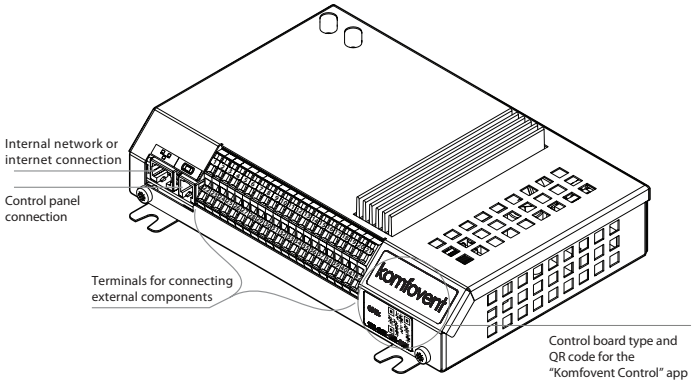

Fig. 8. C6 controller main board
- **The terminal numbering shown here only applies for C6 controller board. Before connecting the external elements, check the board type on the sticker in the front of the controller (see Fig. 8).**
It is advisable to run the control panel cable in such a way that it does not go near the power supply wires or high voltage electrical equipment (electrical inlet cabinets, electric water heating boiler, air conditioning unit, etc.). The cable can be passed through the holes in the back or bottom of the control panel (follow the installation instructions supplied with the control panel). The wire to C6 controller board is connected to a dedicated slot (RJ45 connector; see Fig. 8) or to the terminals for external connections.
The unit can be controlled not only by the control panel, but also by computer or smart phone. In such cases, the air handling unit must be connected to an local computer network or to the Internet. The unit is controlled by a computer using a web browser, or a smartphone with a Komfovent Control app. The air handling unit is connected to the computer network with a CAT5 type cable (RJ45 connector; see Fig. 8). The total cable length between the unit and the network router must not exceed 100 m.
- The easiest way to manage your unit over the internet is to use a smartphone with the Komfovent Control app. Launch the app on your phone (the phone must have Internet access). When you connect for the first time, the app will ask you to scan the QR code at the front of the controller board (see Fig. 8). When you scan the code, the app will automatically establish the connection to the unit (for more information on the Komfovent Control app, see "Domekt User Guide").